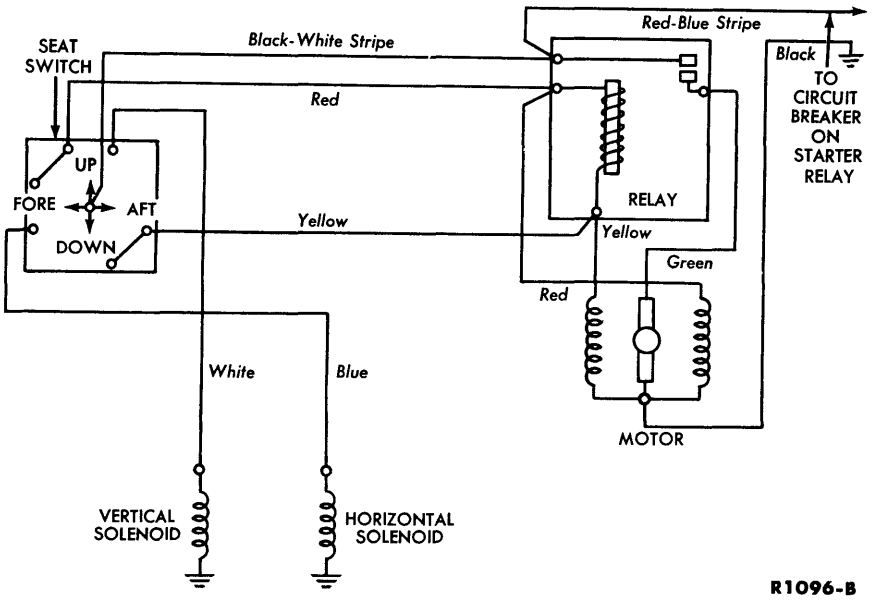

FIG. 12—Power Seat Wiring
Fig. 12 shows the power seat electrical circuit.
wire connector functional. Check for battery voltage at the black-white stripe wire. If voltage is not available, repair or replace the black-white stripe wire (Fig. 12).
3. Broken or loose wires from control switch to solenoid (Fig. 12).
1. Connect a voltmeter from each of the switch terminals to ground (Fig. 12) and operate the switch. If voltage is not available at any one of the switch terminals when the switch is operated, replace the switch.
1. Remove the 2 nuts and washers retaining the motor to the drive assembly and remove the motor. Remove the rubber coupling from the motor shaft. Transpose the new motor leads for the defective motor leads (Fig. 12).